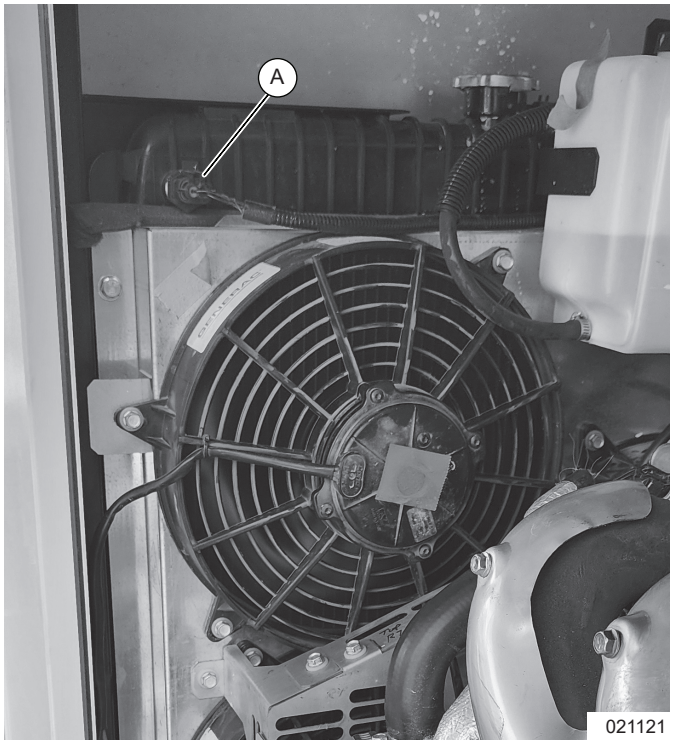

Figure 5-15. Remove Coolant Level Sensor
2. See ***Figure 5-15***. Remove the coolant sensor (A) by unscrewing it from the radiator. The sensor has an NPT type thread. The radiator design may differ among generator models but the sensor is the same and in the same relative location.